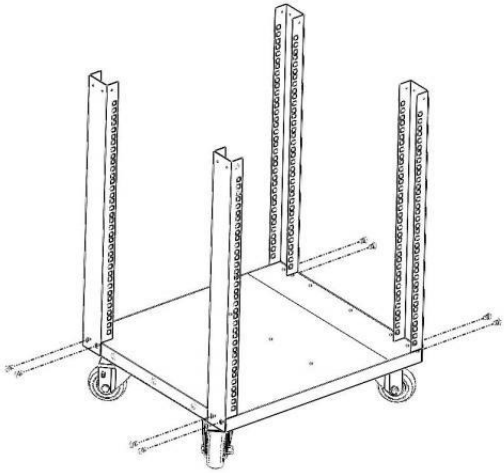

Figure 2
2. Aligner le coin soutien ( ③ ) avec panneau inférieur ( ② ) , sécurisé avec 2 vis M 5 à assembler (⑦) à l'aide d'un tournevis électrique . Même étape pour fixer les 3 autres supports d'angle (③) . Voir Figure 2 .